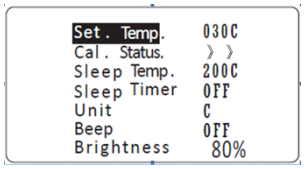

Fig.8
3.4. When Cal. status display “》》” (see Fig 8.)，it means “Real Temp.” has calibrated to max. temperature, can not increase anymore, but it can decrease temperature.